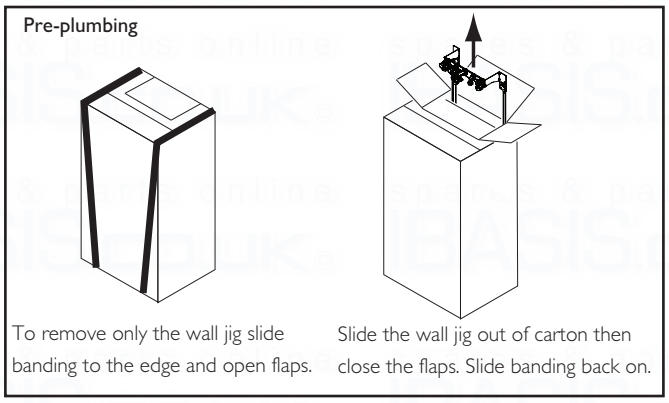

Fig. 24
3. If pre-plumbing (Fig. 24) - the wall jig and fitting kit can be removed without removing the carton sleeve. Simply slide banding to the edge and open the perforated flap, lift out the jig, fitting kit and instructions. If the boiler is to be installed at a later date, close the flap and reposition the banding straps, the boiler can now be stored safely away.